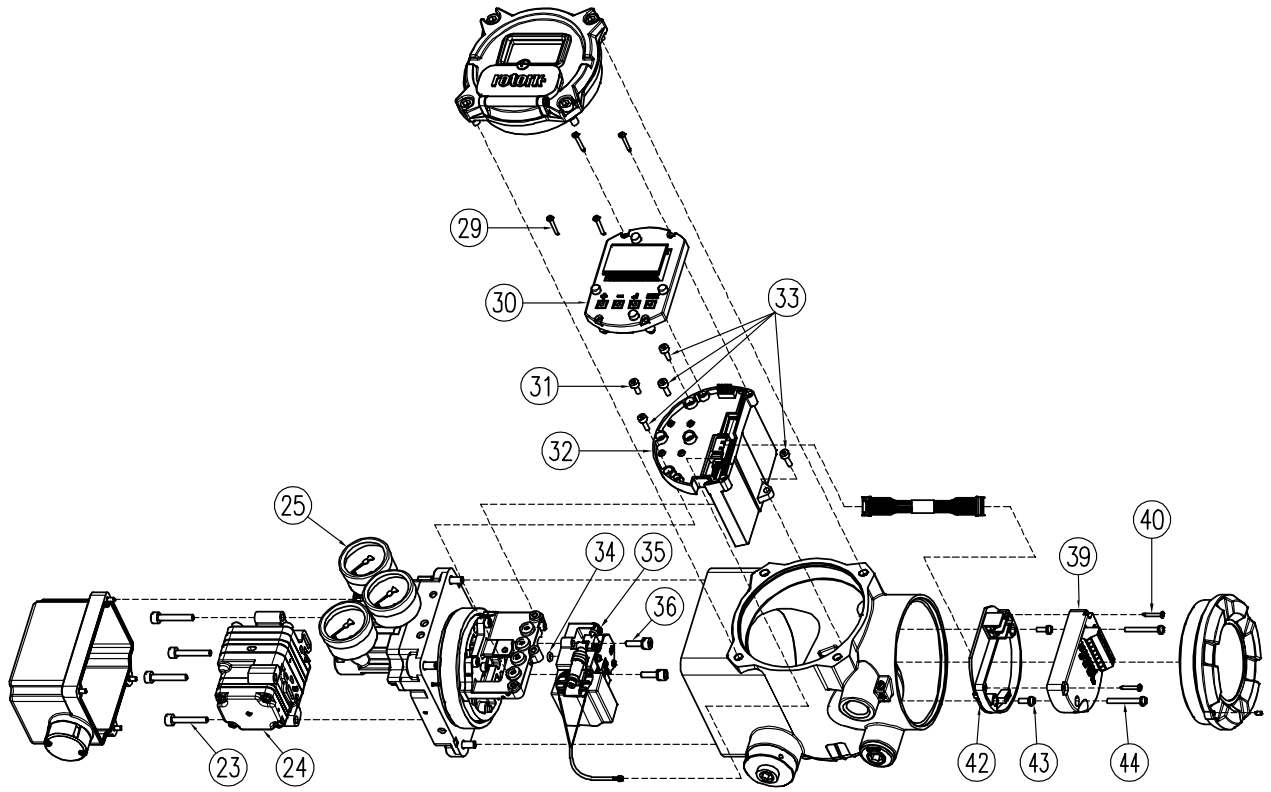

Fig. 6-3: Exploded View
For product maintenance, refer to the part numbers listed in Section 6.1 or 6.2, as well as the exploded view in Fig 6-3 when replacement parts are needed.
Before starting the replacement work, ensure that all supply pressure and electrical power are completely shut off. *Refer to Figure 6-3 for the locations of each component and submodule.*
Before starting the replacement work, ensure that all supply pressure and electrical power are completely shut off. *Refer to Figure 6-3* for the location numberings of each component and submodule.
2) Remove the bolts (8) securing the ASSY-MAIN PCBA (9). The MAIN PCBA is fixed with a total of five bolts (8A, 8B, 8C), one of which (8C) is located deep inside the product. *Refer to Figure 6-3* to identify the exact location.
3) Disconnect the Main connector (10) and the T/M connector (11) connected to the MAIN PCBA.
4) Carefully lift the ASSY-MAIN PCB (9) upward to remove it.